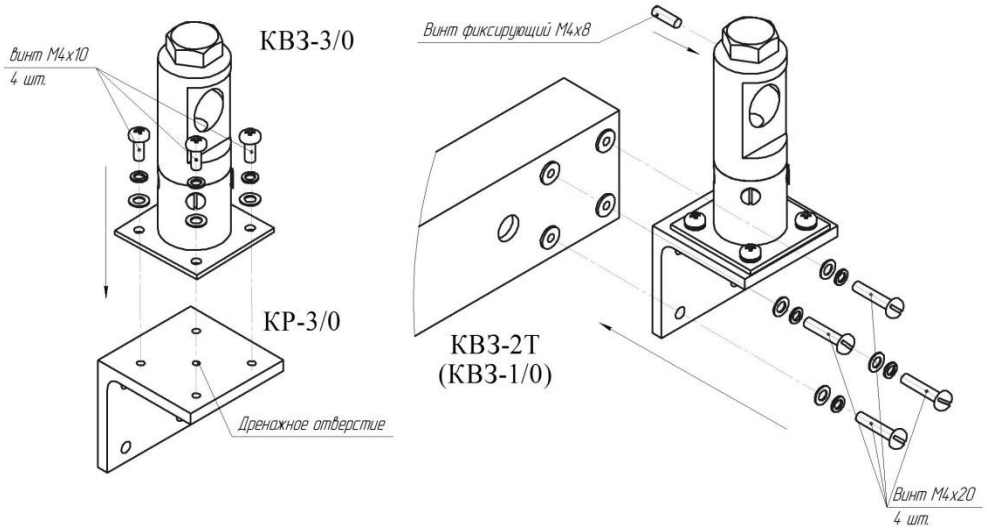

Рис. 10.2
11.2.3 Немного ослабить зажимные болты КВЗ (см. рис. 10.2) до возможности изменения угловых положений БПРД и БПРМ. Включить режим юстировки блоков.